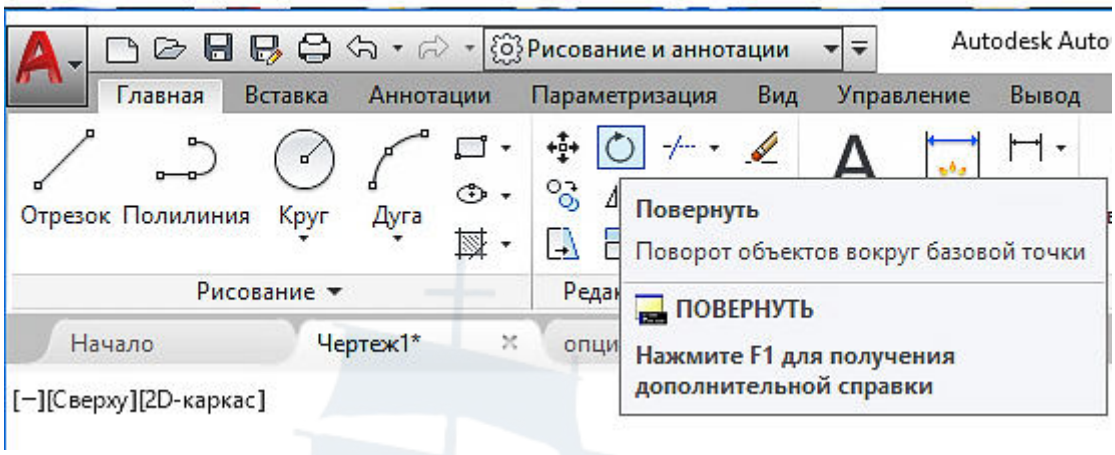

Рис. 116
– щелчком мыши по кнопке **Повернуть** на панели инструментов **Редактирование** на вкладке **Главная** (рис. 116);